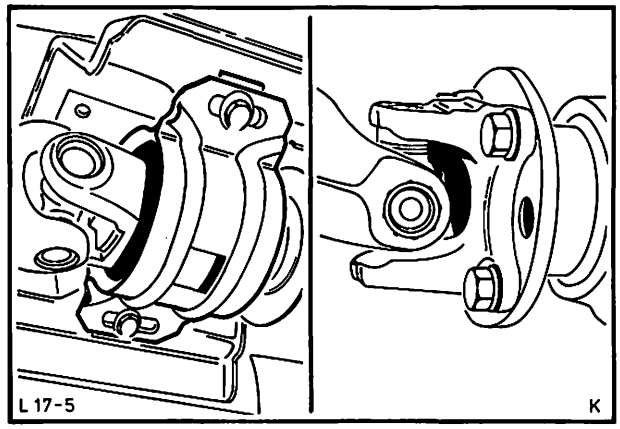

Abb. 17 Gelenkwellenbefestigung, Antriebsflansch – Mittellager
21. Blindstopfen entfernen und komplett Gelenkwelle einbauen. Mittellager mit Unterlegscheiben lose am Bodenblech vormontieren. Gelenkwelle an Hinterachsflansch anbauen und Schrauben mit vorgeschriebenem Drehmoment festziehen. Anschließend Mittellager parallel zur Gelenkwelle und spannungsfrei mit vorgeschriebenem Drehmoment festziehen. Abb. 17.